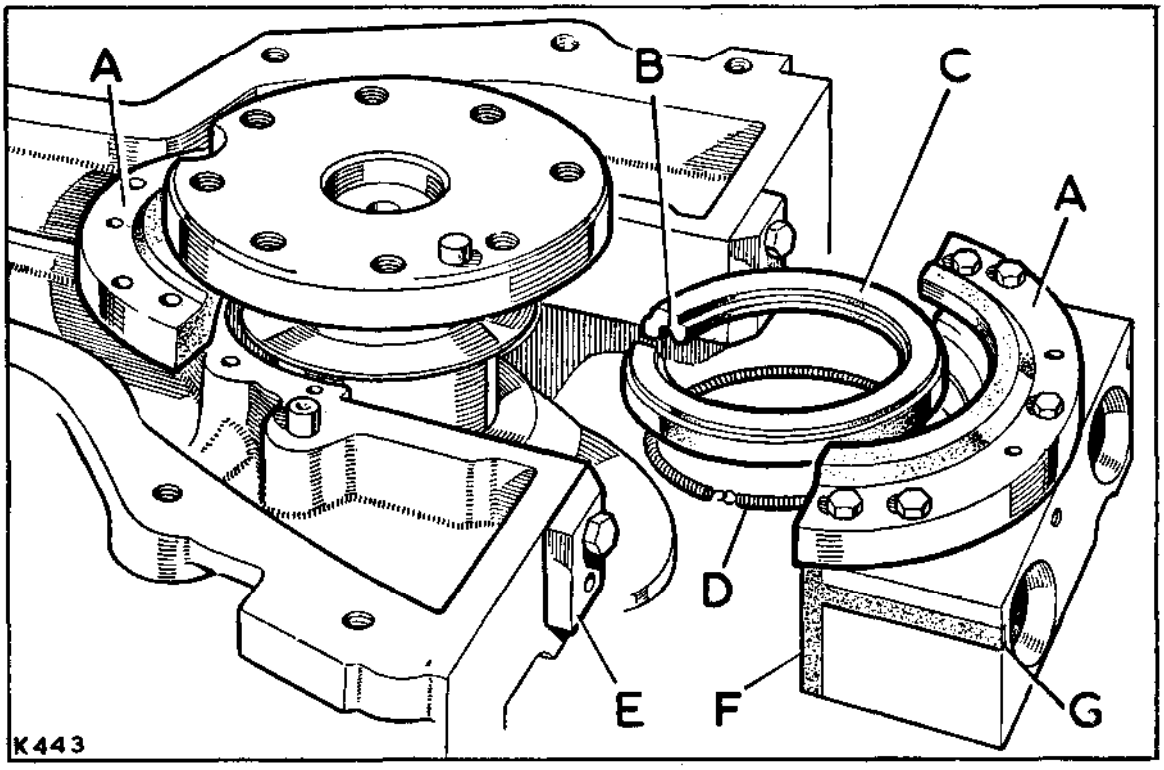

**Fig. A1-133. Oil seal details**
16. Remove the seal retainer halves, Fig. A1-133 refers.